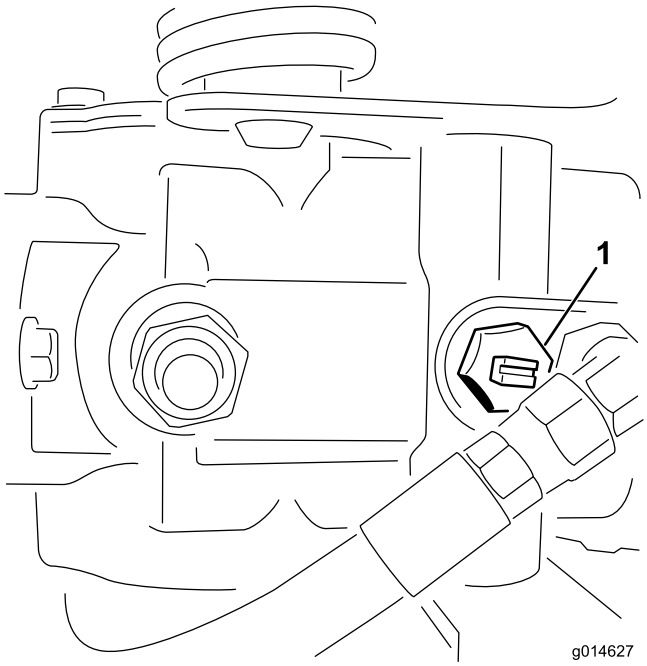

**Figur 38**
1. Finn omløpsventilen på pumpen, og vri den slik at åpningen står vertikalt (Figur 38).
2. Før du starter motoren, må du stenge omløpsventilen ved å vri den slik at åpningen står horisontalt (Figur 38). Ikke start motoren når ventilen er åpen.